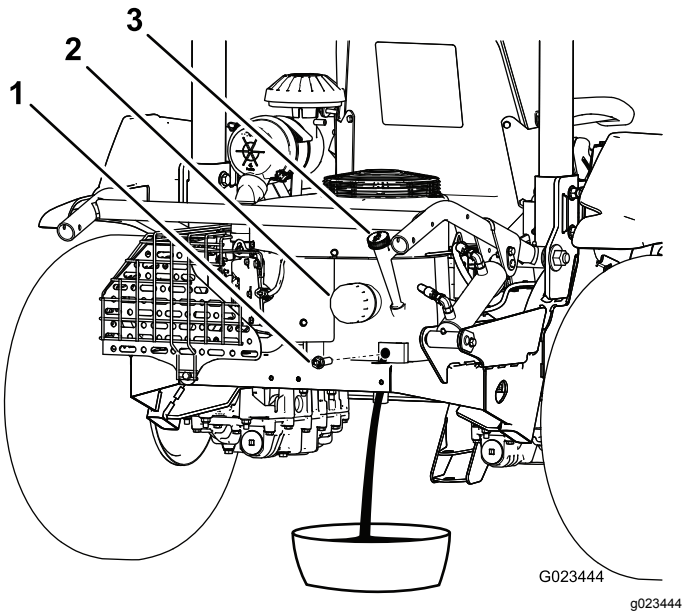

**Рисунок 39**
3. Удалите пробку сливного отверстия (Рисунок 39) и слейте масло в подходящую емкость. Когда масло перестанет течь, установите пробку сливного отверстия на место.